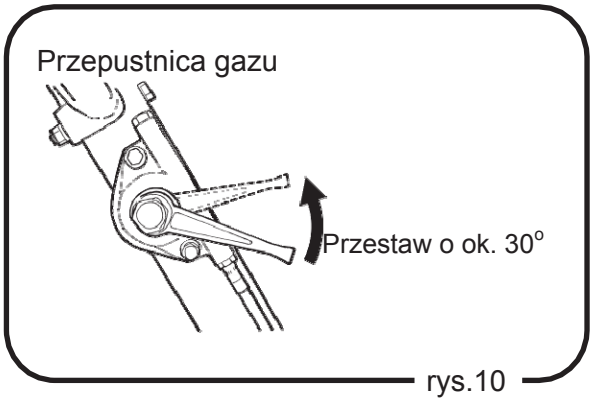

rys.10
2. Przestaw dźwigienkę przepustnicy gazu o ok. 30° do pozycji obrotów jałowych. (rys.10)